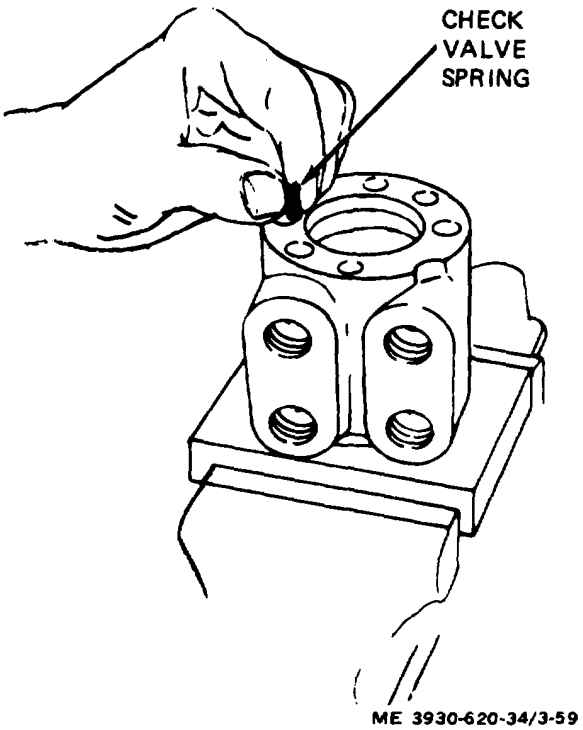
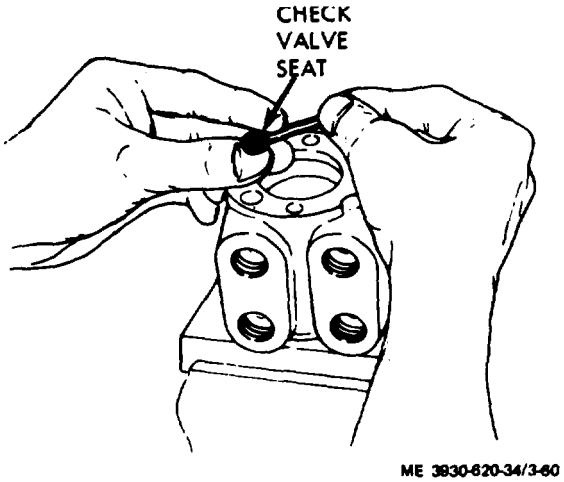

Figure 3-59. Check valve spring being installed.
Figure 3-60. Check valve seat being installed.
(1) Secure power steer gear housing in a suitable vise with control end facing upward and 14-hole end resting on a clean wooden block.
(2) Clamp vise jaws lightly across the port face.
(3) Install check valve spring into check hole with large end facing downward. (fig. 3-59.)
(4) Install check ball into check hole and insure it rests on top of small end of spring.
(5) Place check valve seat on hex wrench and install it in check valve hole so that machined counterbore seats on check ball. (fig. 3-60.)
(6) Torque check valve seat to 150 inch-pounds.